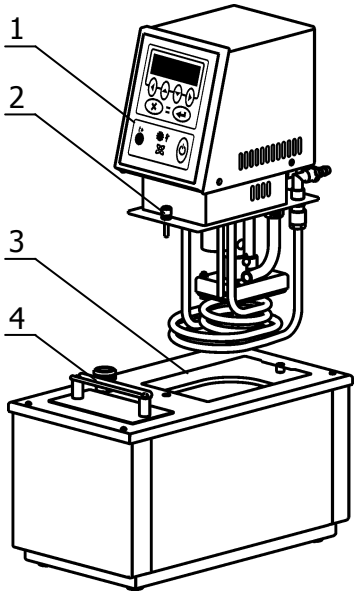

Рисунок 2 — Установка блока регулирования
2.2.3 Установить блок регулирования температуры 1 в отверстие в крышке ванны термостата 3 (рисунок 2). После установки закрепить блок регулирования винтовыми фиксаторами 2.